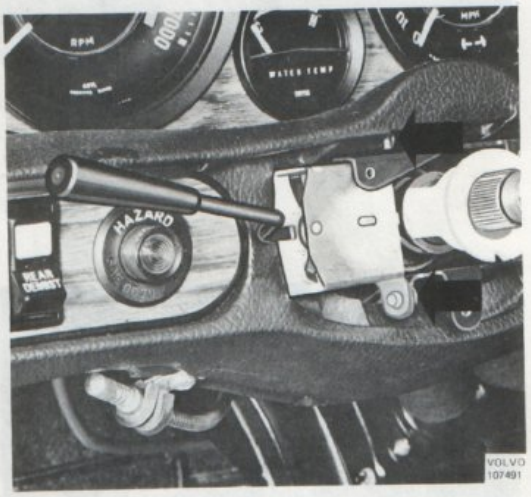

Bild 150. Borttagning av omkopplare
7. Ta bort de två skruvar som håller omkopplaren vid rattröret samt märk upp hur elledningarna är kopplade och skilj därefter ledningarna från omkopplaren. Jfr. bild 150.